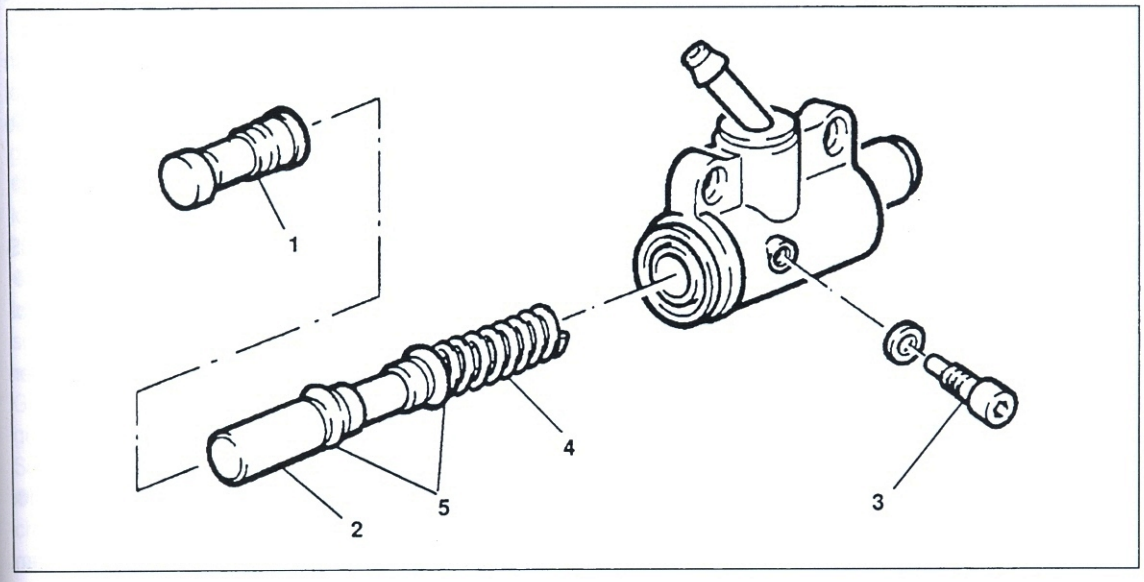

Bild 200
● **Fusspumpe zerlegen und zusammenbauen (Bild 200):** Kolben ② (steht unter Federdruck) mit Druckstück etwas nach innen drücken. Anschlagschraube ③ herausdrehen und Kolben mit Feder herausziehen. Feder aus Ringnut lösen.